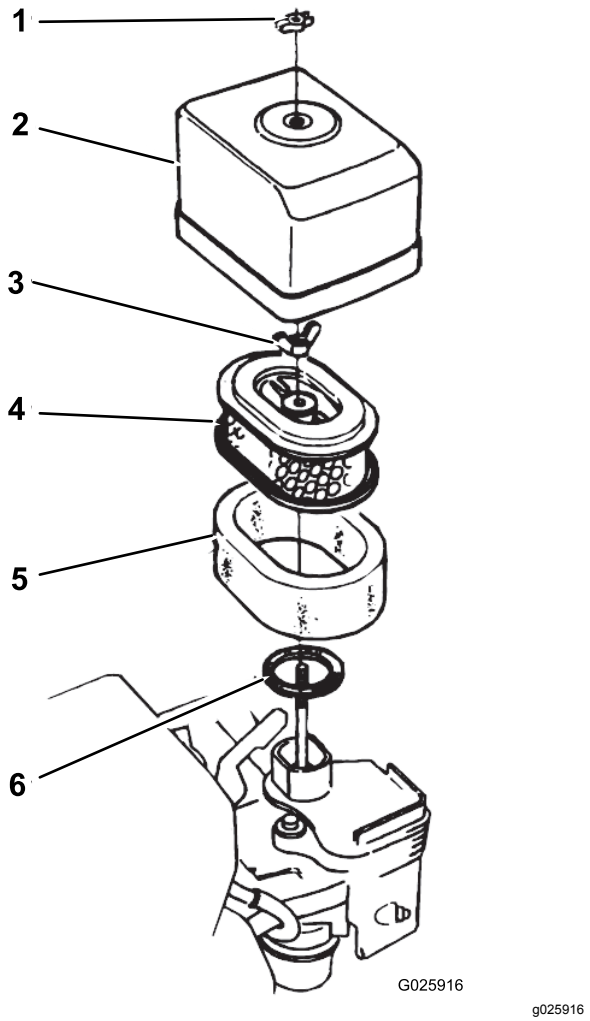

Figur 30
2. Fjern vingemutteren som fester luftrenserdekslet til luftrenseren, og ta av dekslet (Figur 30).
5. Monter luftrenserdekslet til luftrenseren ved hjelp av vingemutteren (Figur 30).
1. Fjern vingemutteren som fester luftrenserdekslet til luftrenseren, og ta av dekslet (Figur 30).
2. Fjern vingemutteren fra luftfilteret, og fjern filteret (Figur 30).
3. Ta skumluftfilterelementet ut av papirelementet (Figur 30).
1. Monter skumluftfilterelementet på papirelementet (Figur 30).
2. Undersøk om pakningen har blitt utsatt for slitasje eller skade (Figur 30).
3. Påse at pakningen er plassert på luftinntaket i forgasseren (Figur 30).
4. Monter luftfilterelementene til forgasseren ved hjelp av vingemutteren (Figur 30).
5. Monter luftrenserdekslet til forgasseren ved hjelp av den andre vingemutteren (Figur 30).